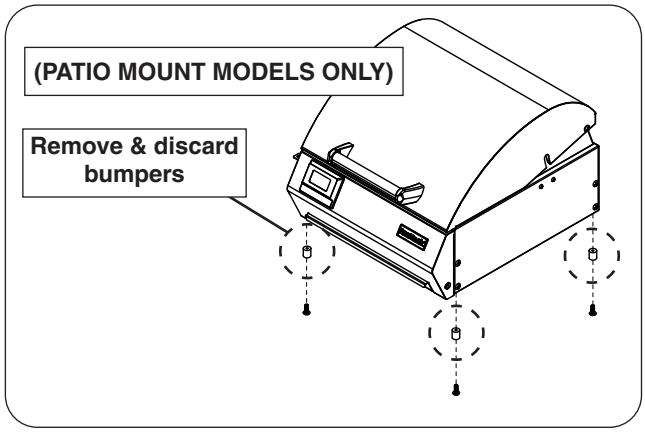

**Fig. 12-2** Remove bumpers (if applicable)
2. Using a Phillips screwdriver, remove the four screws and bumpers on the bottom of the grill. Discard the bumpers. See Fig. 12-2.